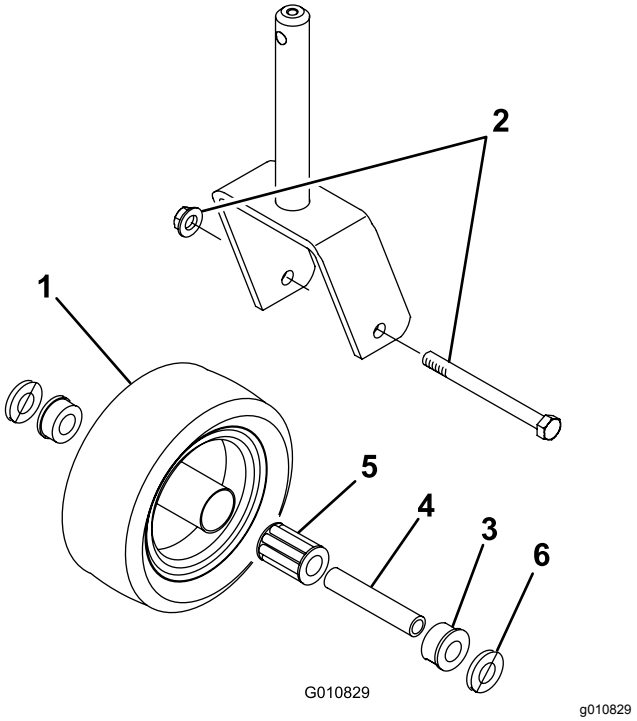

**Figur 22**
1. Fjern låsemøtrikken fra maskinskruen, der fastholder styrehjulet på styrehjulsgaflen (Figur 22).
3. Træk nøglebøsningen ud af hjulnavet (Figur 22).
9. Tryk den anden bøsning ind i den åbne ende af hjulnavet, så lejet fastholdes inde i hjulnavet (Figur 22).